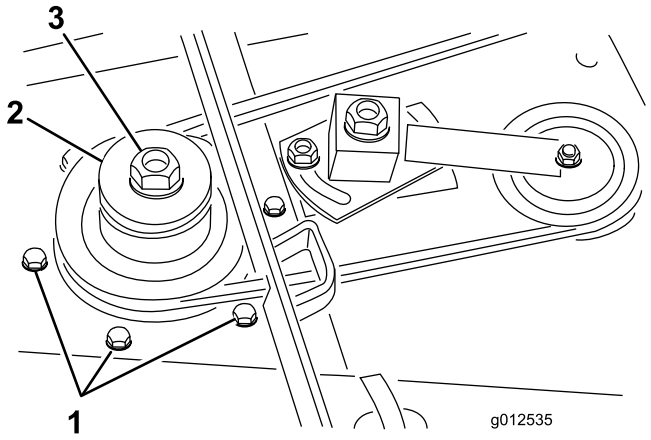

Figur 5
4. Fjern de seks låseboltene og seks flensmutterne som fester spindelhusenheten til klippeenheten (Figur 5). Før spindelhusenheten ut på undersiden av klippeenheten.